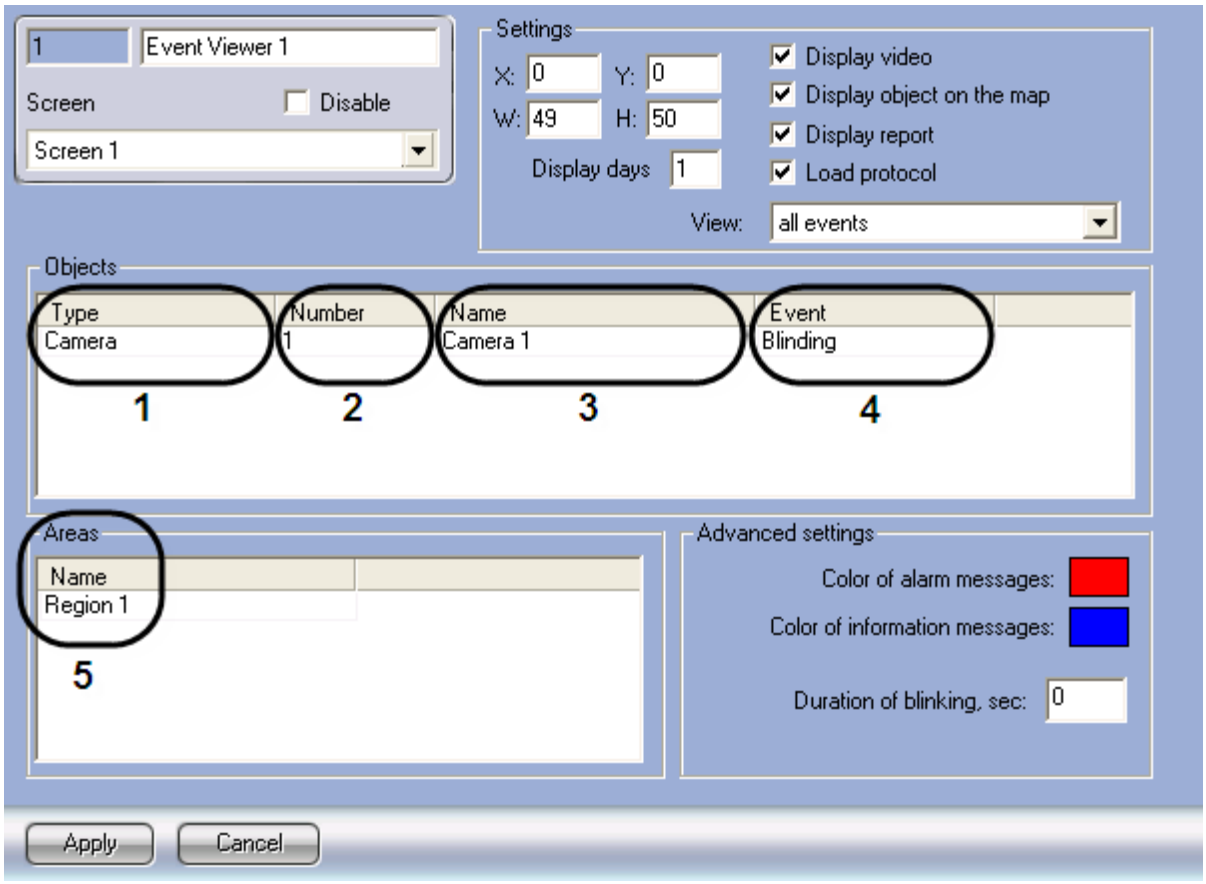

Figure 8.19-2 Event selection for logging in the Events viewer
1. In the drop-down list of the "Type" column in the "Objects" tab select the type of an object for which the required event may be logged (Figure 8.19-2, 1). If the field is empty, the "Events viewer" will display all the events for all the objects in the system.
2. In the drop-down list of the "Number" column in the "Objects" tab specify the ID for an object of the type selected in step 1(Figure 8.19-2, 2). If the field is empty, the interface "Events viewer" will log all the events of the specified type.
3. Object name is set automatically on the basis of the values selected in step 1-2 and displayed in the "Number" column of the "Objects" tab (Figure 8.19-2, 3). You can not edit the "Name" column.
4. In the drop-down list of the "Event" column of the "Objects" tab specify the required event for the selected object in step 1-2 (Figure 8.19-2, 4). If the field is empty, the interface «Events viewer» will log all the events of the specified type.
5. In the "Areas" table select the region which object's events are to be logged (Figure 8.19-2, 5). If the objects are identified (see step 2) or no region is set, then the events are logged without object's belonging to any region.